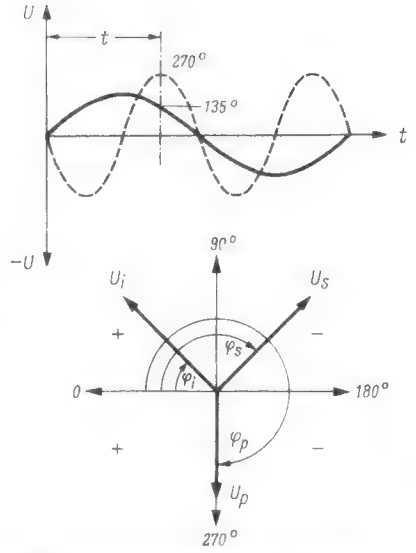

Bild 6. Kompensation der Signalladung durch die Idlingschwingung bei dämpfender Phasenlage der Pumpschwingung
sofern der Katodenwiderstand R_k kapazitiv überbrückt ist. Dieser Fall wird in der Praxis nicht angewendet, d. h. der Katodenwiderstand wird höchstens für die höheren Frequenzen kapazitiv überbrückt. Für die tieferen Frequenzen ist die durch den ohmschen Widerstand R_k erfolgende Stromgegenkopplung wegen der damit erfolgenden Linearisierung der Steuerkennlinie erwünscht. *Bild 6* zeigt im Vergleich zu Bild 5 (ohne Gegenkopplung) die Auswirkung der Gegenkopplung auf den Verlauf der Steuerkennlinie. Um einen Stromhub $I_{a\,ss} = 50$ mA zu erreichen, ist dazu eine Eingangsspannung $U_{in\,ss\,GK} = 3{,}5$ V erforderlich. Dies entspricht einer mittleren Steilheit bei Gegenkopplung von
Die Synchronimpulse werden allerdings bei dieser Aussteuerung bereits merklich gestaucht. Aus Bild 6 ist die mittlere Steilheit $S_{m\,S} = 9{,}3$ mA/V im Bereich der Synchronimpulse (S) bei Gegenkopplung ablesbar. Das Verhältnis von $S_{m\,S}$ zu $S_{m\,GK}$ ergibt den Stauchungsgrad: Er ist im vorliegenden Fall
zum Ausdruck kommt. Aus dieser Gleichung ist zu ersehen, daß in Augenblicken, in denen die Pumpschwingung eine dämpfende Phasenlage einnimmt, die Signalladung der Kapazitätsdiode durch eine entgegengesetzte Ladung der Mischschwingung kompensiert wird. Ein Energieentzug ist somit unmöglich. Hierzu ein Beispiel: In *Bild 6* sind nochmals Pump- und Signalschwingung in dämpfender Phasenlage dargestellt. Betrachtet man die beiden Kurvenzüge zum Zeitpunkt *t*, dann können für die Schwingungen folgende Phasenwinkel angegeben werden: